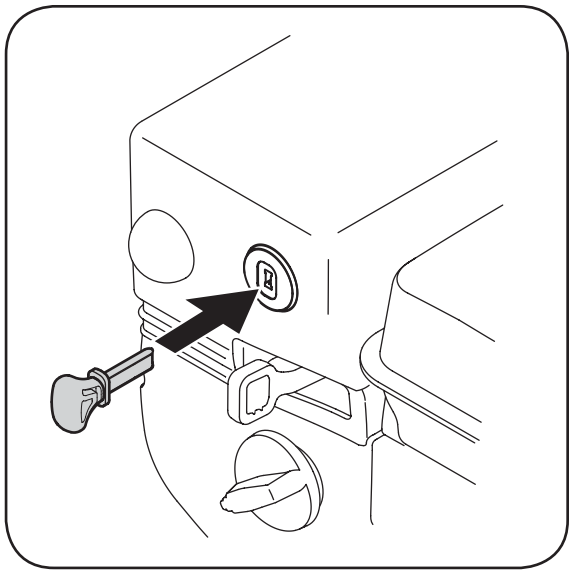

Figure 2-5: The ignition key is a safety device.
2. Insert ignition key fully into slot, Figure 2-5. Make sure it snaps into place. DO NOT turn ignition key. **The engine cannot start unless the key is inserted into ignition switch.**
1. Insert ignition key fully into slot, Figure 2-5. Make sure it snaps into place. DO NOT turn ignition key. The engine cannot start unless the key is inserted into ignition switch.